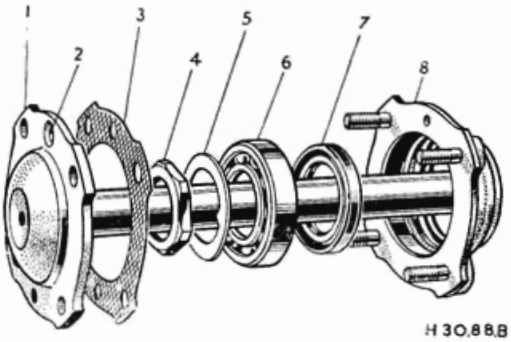

Fig. H.4.
(1) Take off the wheel and remove the axle shaft as described. Knock back the keyed lockwasher and unscrew the nut with a close fitting spanner or Service Tool 18G152.
(2) Tilt the lockwasher so that the peg disengages with its location in the threaded end of the axle case (Fig. H.4).